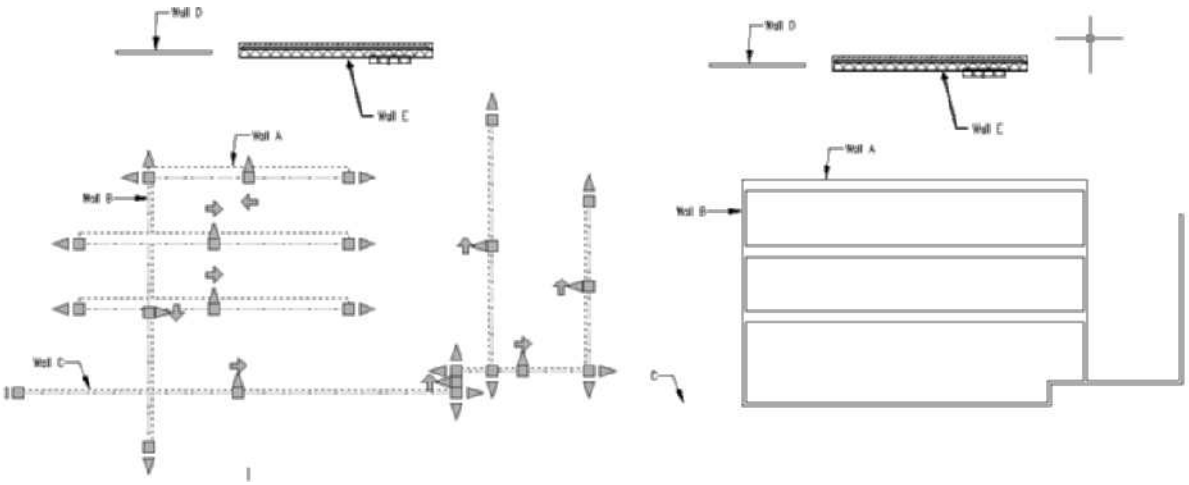

FIGURE 2.37 *Wall selected for Intelligent Cleanup*
13. Select all walls except Wall D and E shown in Figure 2.37, and choose **Intelligent Cleanup** from the Cleanup panel of the Wall tab. Respond to the workspace prompts as shown below:
`(Walls trimmed and extended as shown at the right in Figure 2.37. Press ESC to clear selection.)`